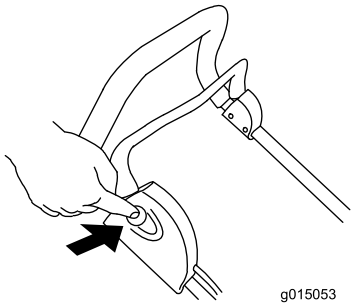

**Bild 9**
3. Drücken Sie die Taste rechts am Bügel und halten Sie sie gedrückt (Bild 9).